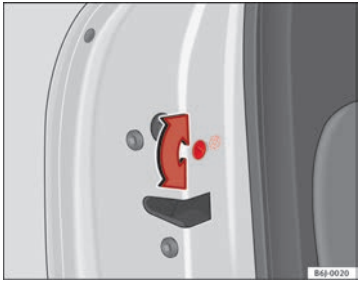

Fig. 44 Childproof lock on the left hand side door
– With the door open, rotate the groove in the door using the ignition key, anti-clockwise for the left hand side doors ⇒ fig. 44 and clockwise for the right hand side doors.
– With the door open, rotate the groove in the door using the ignition key, anti-clockwise for the right hand side doors and clockwise for the left hand side doors ⇒ fig. 44.